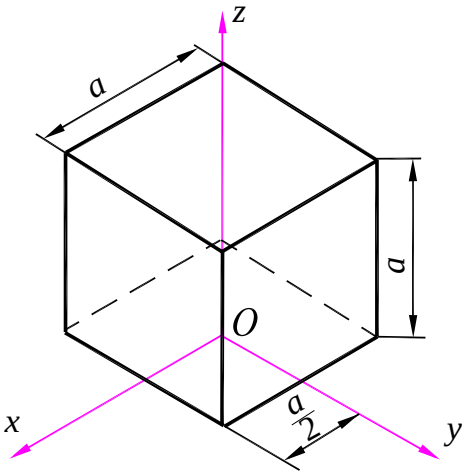

Рис. 13.10
*Решение*. Центр нижнего основания куба размещается в точке *O* пересечения изометрических осей (рис. 13.10). В направлении осей *x*, *y* откладываются расстояния, равные половине длины стостороны куба *a*/2. Из полученных точек проводятся стороны основания куба, равные полной длине *a*. Линии проводят параллельно осям. Затем из точки *O* вдоль оси *z* вверх откладывается расстояние *a* и строится верхнее основание куба. Вершины нижнего и верхнего оснований соединяют вертикальными линиями.